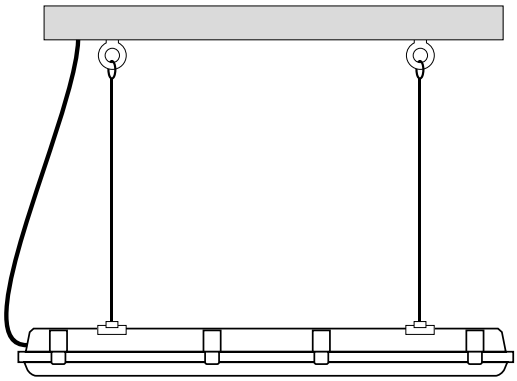

Рис. 2. Установка светильника подвесным способом
- Для подвесного монтажа (рис. 2) закрепите на потолке рым-болты для тросов (в комплект не входят).